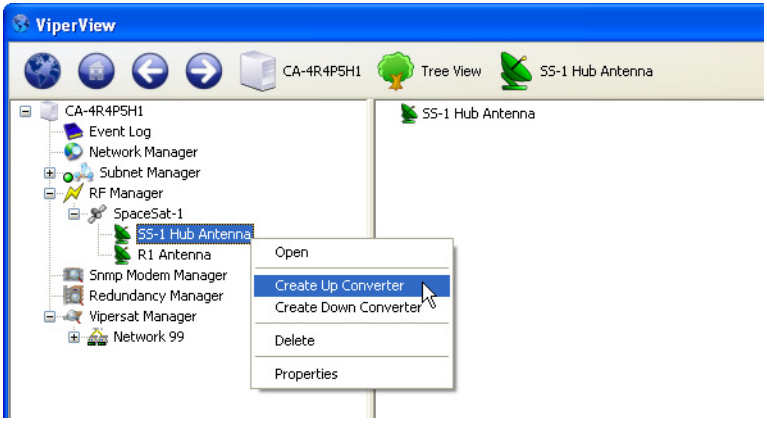

Figure 3-35 Create Up Converter menu command
1. Right-click on an Antenna icon and select **Create Up Converter** (figure 3-35).